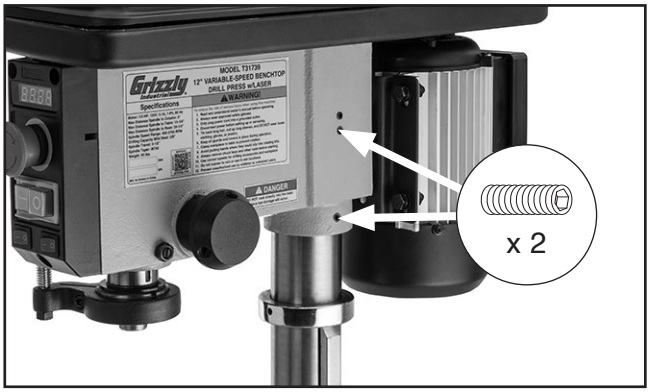

**Figure 12.** Location of set screws that secure headstock to column.
5. Tighten (2) pre-installed set screws to secure headstock to column (see **Figure 12**).